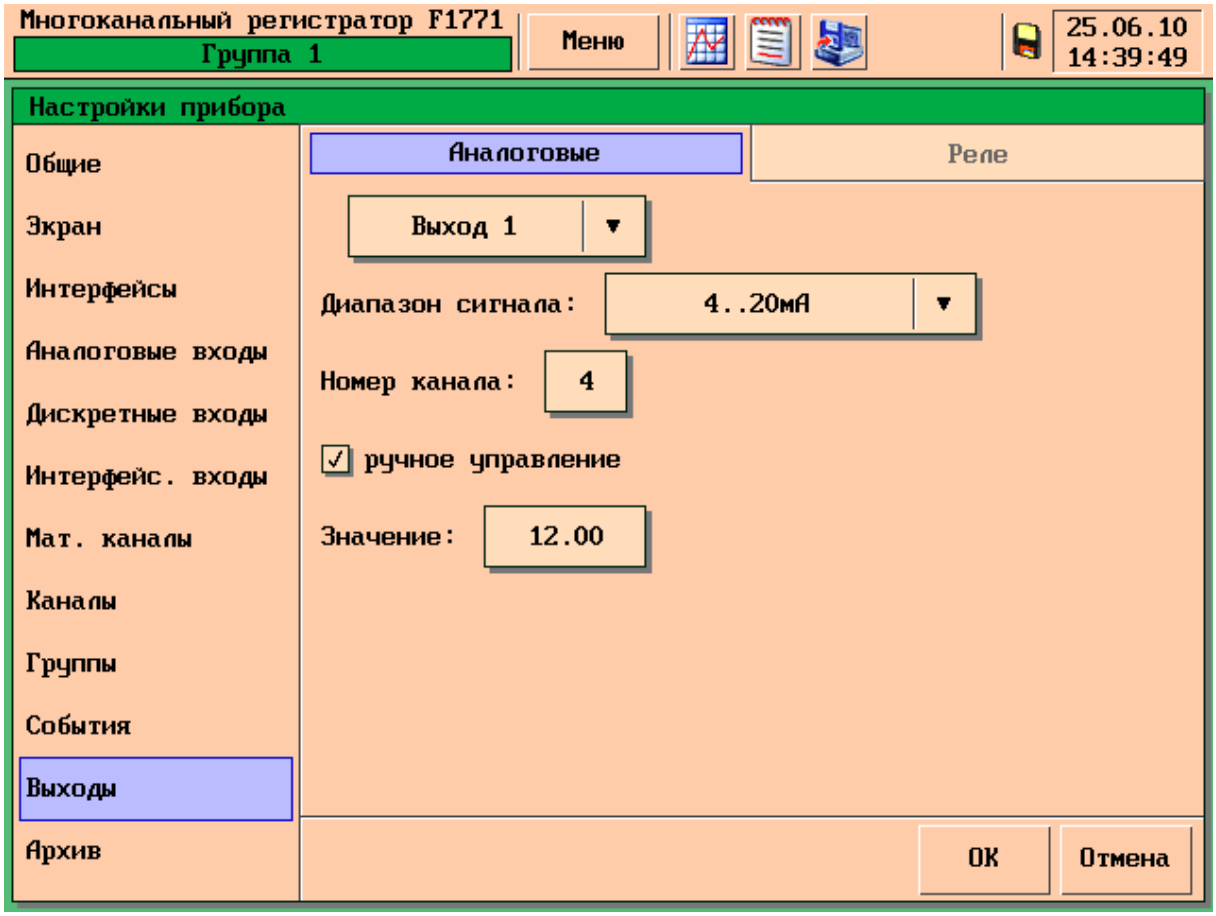

Рисунок 54 – Раздел меню «Выходы» вкладка «Аналоговые выходы»
5.12.1 Вкладка «Аналоговые» выходы (см. рисунок 54) позволяет настроить аналоговые выходы прибора. Выбор номера настраиваемого выхода осуществляется с помощью выпадающего списка в верхней части экрана.